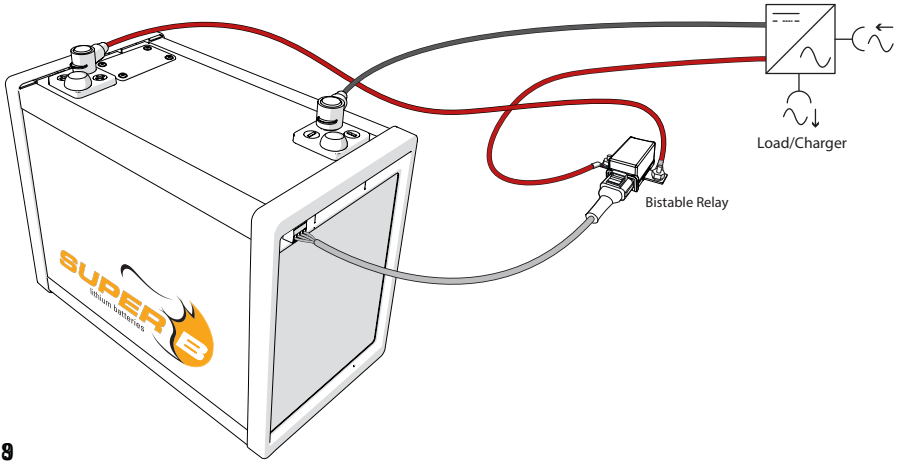

Figuur 5. Een bistabiel relais aansluiten als stroomonderbreker
1. Een bistabiel relais dient op Con 1 aangesloten te worden zoals weergegeven in figuur 5. Con 1 regelt zowel de AAN-spoel als de UIT-spoel van het bistabiel relais.De output van Con 1 kan worden gevonden in tabel 8.